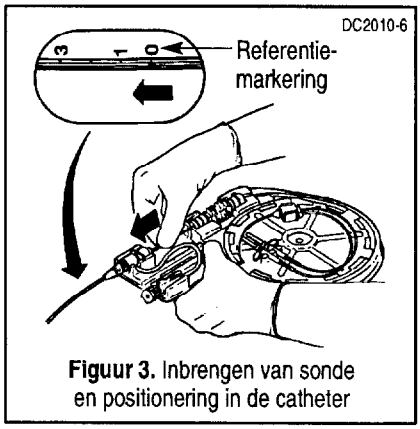

Figuur 3. Inbrengen van sonde en positionering in de catheter
4. De sonde doorschuiven tot de dieptemarkering (zwarte band) zich ter hoogte van het nul-merkteken op de heldere extensieleiding van het RV-lumen bevindt (Figuur 3). Als gevolg van productietoleranties bevindt de tip van de sonde zich nu tussen de RV-poort en een punt 2 cm proximaal van de poort. De sonde kan nu in het RV worden doorgeschoven.